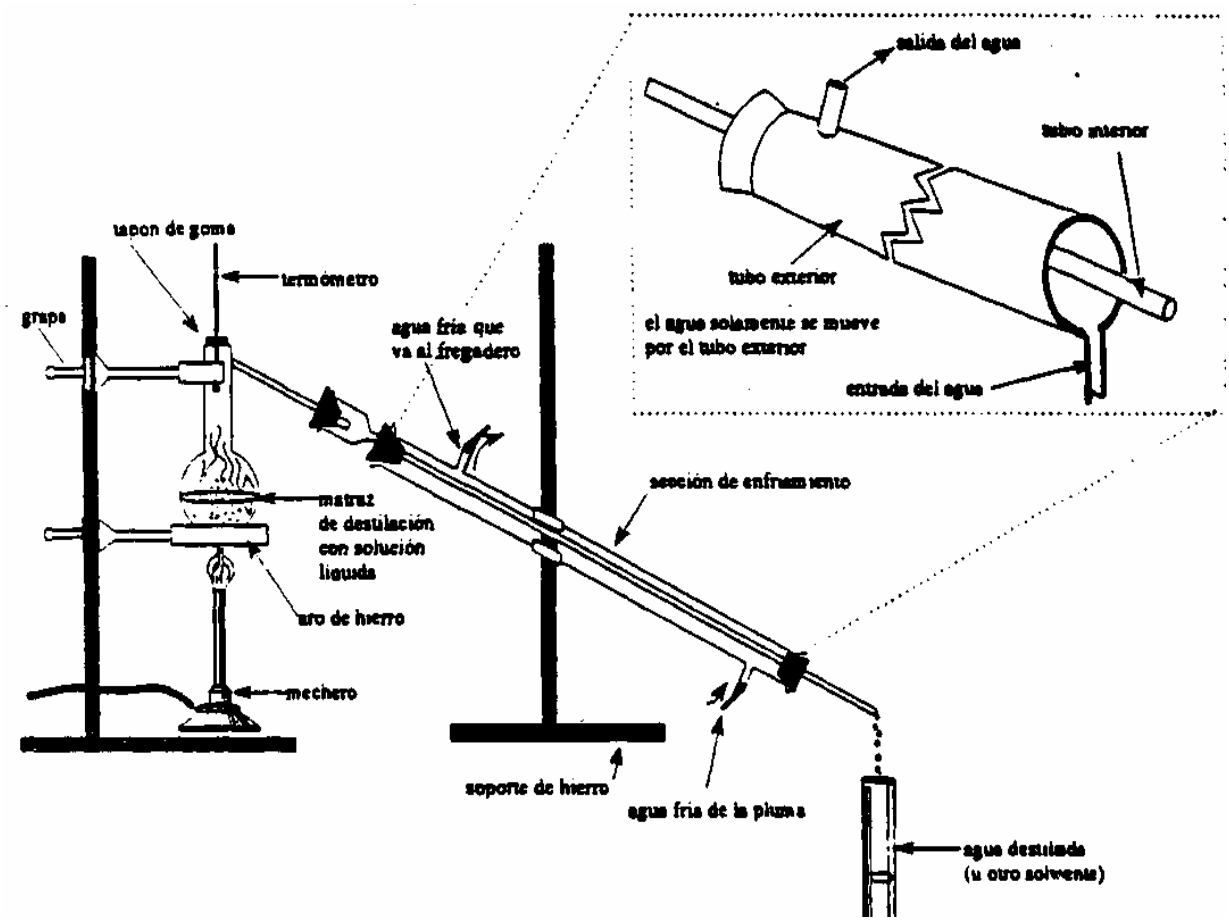

Figura 2
5. En la figura 2 se muestra un sistema de destilación más sofisticado. Este equipo de destilación tiene dos partes principales: en una parte se logra el calentamiento (A) y en otra el enfriamiento (B). En el área de calentamiento se puede usar un matraz de destilación, un matraz de florencia o un matraz cónico. En la de enfriamiento se puede usar un refrigerante (condensador) o simplemente un tubo de vidrio doblado. El refrigerante consta de 2 tubos concéntricos conectados únicamente en ambos extremos (C). Por el tubo exterior circula el agua continuamente de manera que enfría el vapor que pasa por el tubo interior logrando condensarlo.